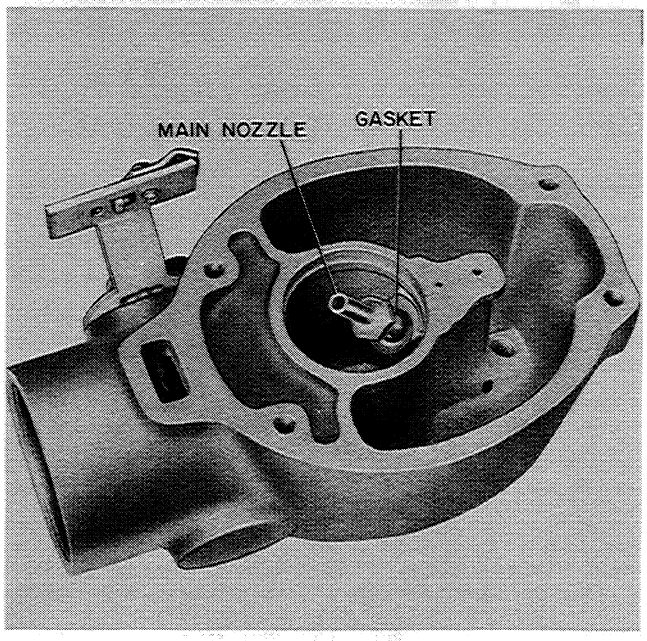

Figure N-20
12. Then remove the main nozzle and gasket, Figure N-20.